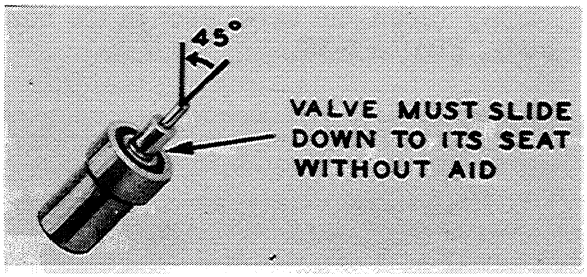

Figure I-37. Checking Nozzle Valve Fit In Body
13. The valve must be free in the body. To check this, lift the valve about 1/3 of its length out of the body. The valve should slide down to its seat without aid when the assembly is held at a 45 degree angle Figure I-37.